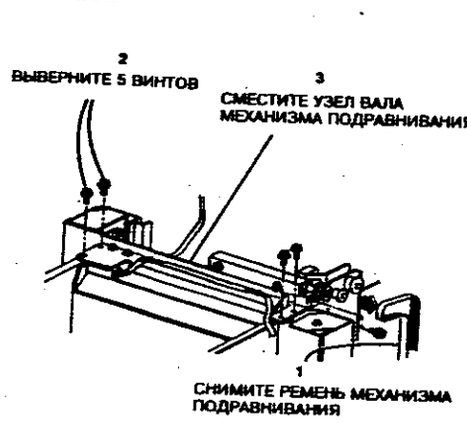

**Рисунок 1. Смещение узла приводного вала механизма подравнивания**
2. (Рисунок 1) Сместите узел приводного вала механизма подравнивания.